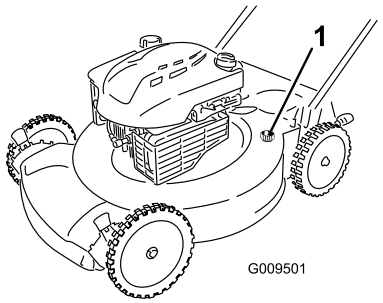

Figur 31
4. Anslut en trädgårdsslang, som är ansluten till en vattenkälla, till tvättanslutningen på maskinkåpan (Figur 31).